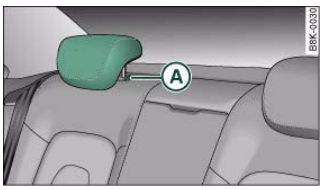

Fig. 80 Rear seats: Head restraint
– Press the button Ⓐ ⇒ *page 76,* fig. 80 and push the head restraint downwards.